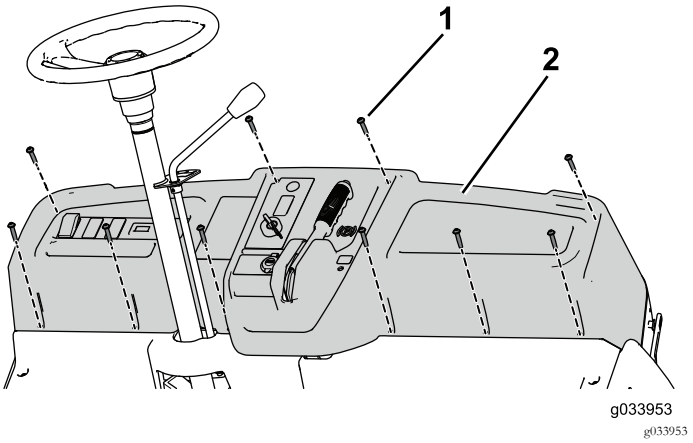

Figura 80
5. Utilize os 10 parafusos (¼" x 1¼") para prender o painel de instrumentos à máquina (Figura 80).